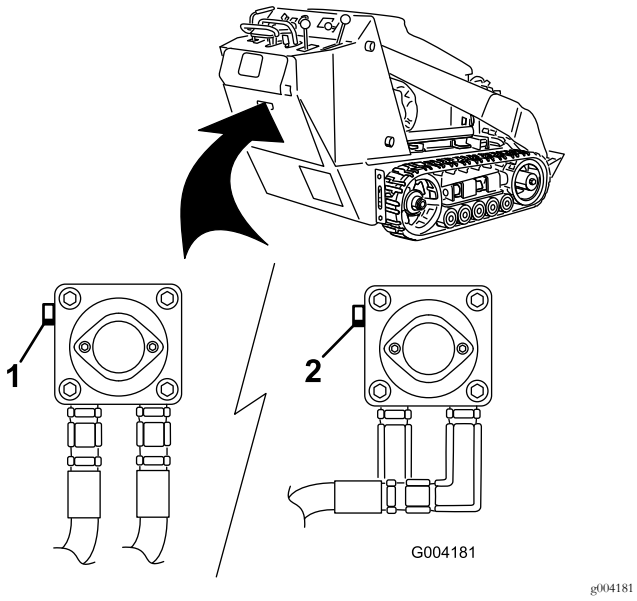

**Rysunek 23**
3. Przy użyciu klucza przekręć dwukrotnie zawory holownicze na pompach hydraulicznych w kierunku przeciwnym do ruchu wskazówek zegara (Rysunek 23).